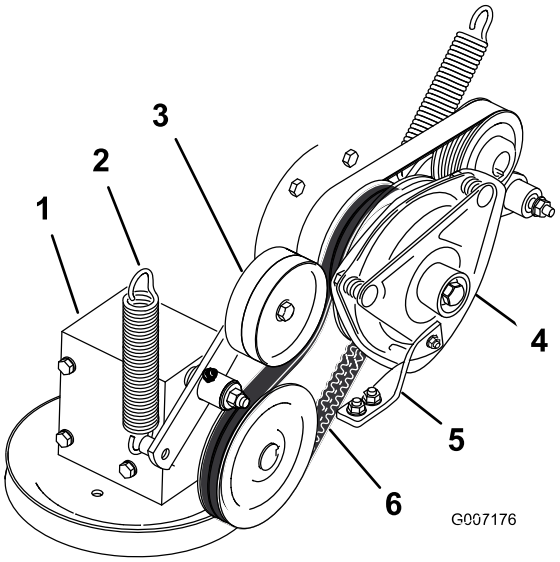

Figur 67
4. Demontera fjädern på remskivearmen (Figur 67).
7. Montera den nya kraftuttagsdrivremmen runt kopplingsskivan och växellådsskivan (Figur 67).
9. Montera fjädern på remskivearmen (Figur 67).